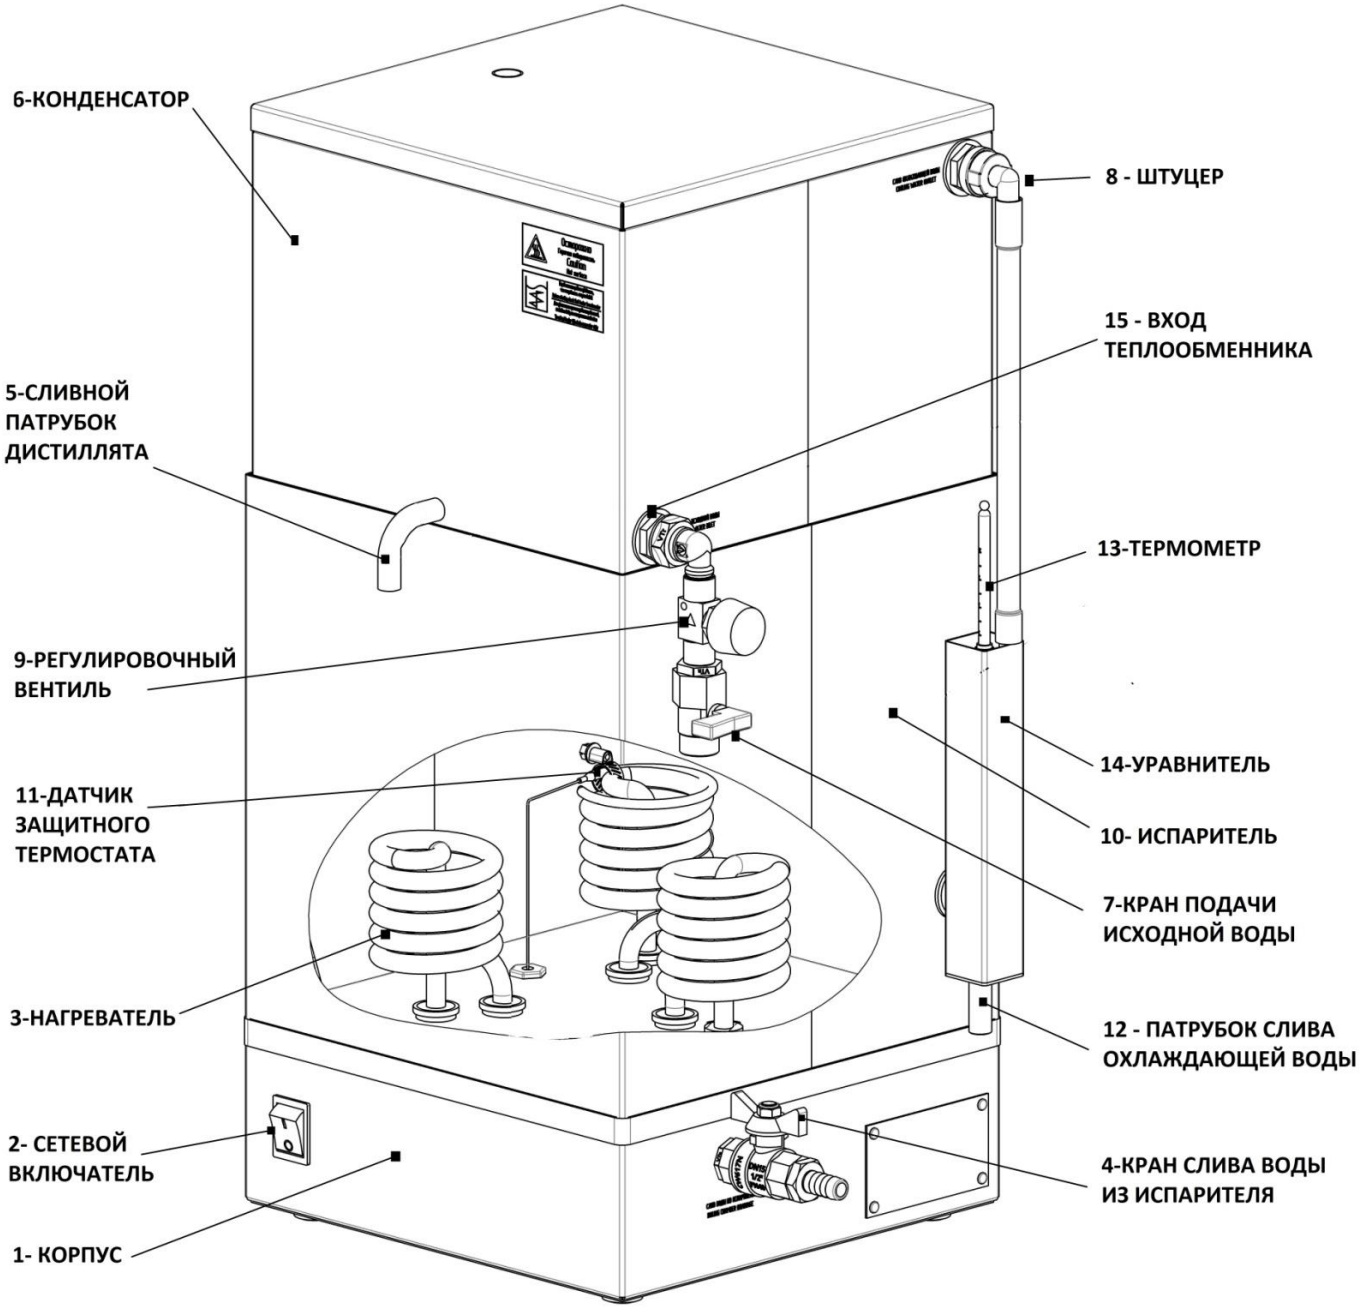
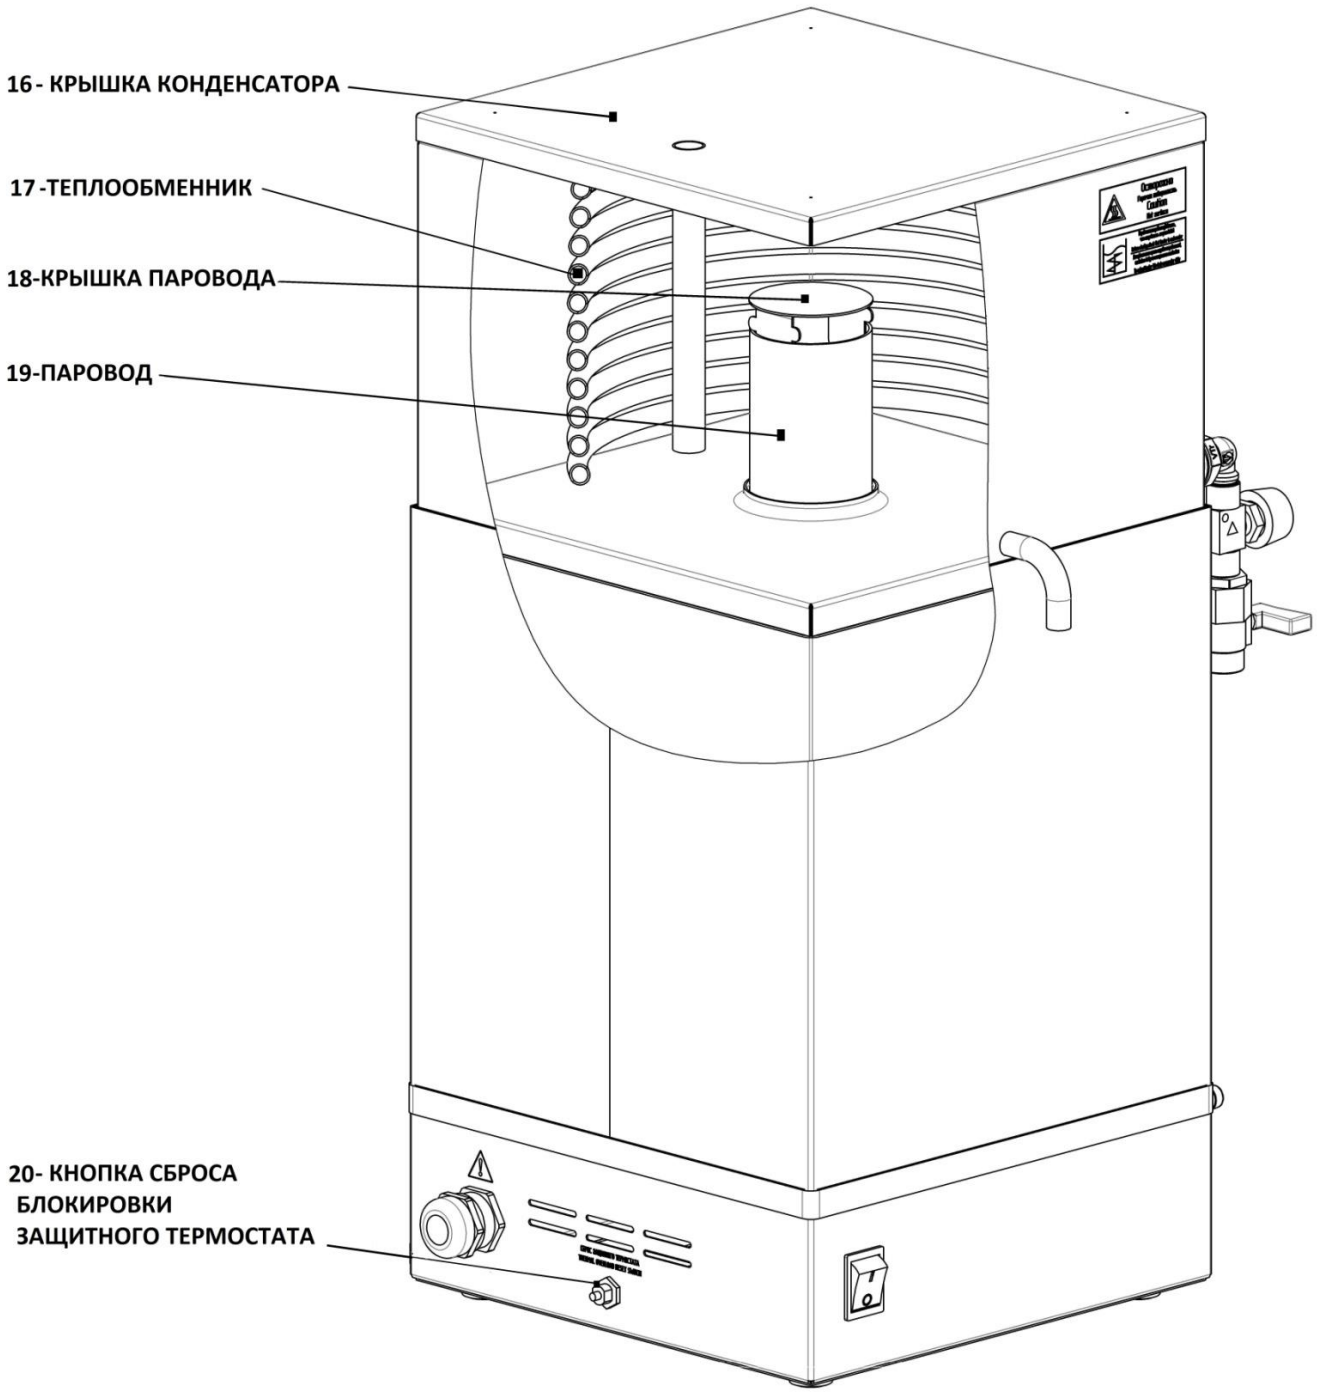

Рисунок 1. Устройство аквадистилляторов электрических Liston A 1204, Liston A 1210, Liston A 1225, где:
Рисунок 2. Устройство аквадистилляторов электрических Liston A 1204, Liston A 1210, Liston A 1225, где:
4.2.1. Исходная вода подается в испаритель через Кран подачи исходной воды поз.7 (Рисунок 1).
4.2.2. При включении Сетевого переключателя поз.2 (переключатель подсвечивается при включении) автоматика включает Нагреватель поз.3 (Рисунок 1)
4.2.3. Регулировка расхода воды, идущей на охлаждение, осуществляется с помощью Регулировочного вентиля поз.9 (Рисунок 1)
4.2.4. Исходная вода закипает в Испарителе поз.10 (Рисунок 1), образуется водяной пар, который сепарируется и через Паровод поз.19 (Рисунок 2) попадает в Конденсатор поз.6 (Рисунок 1). На внутренних стенках Конденсатора поз.6 (Рисунок 1) и Теплообменника поз.17 (Рисунок 2) пар конденсируется с образованием дистиллированной воды.
4.2.5. Уровень воды в испарителе поддерживается Уравнителем поз.14 (Рисунок.1) засчет перелива воды в сливную трубу.
4.2.6. Выход дистиллята производится через Сливной патрубок дистиллята поз 5. (Рисунок 1). Для сбора дистиллята используется дополнительная тара.
6.8. Присоединить трубку силиконовую (L=0,5м) к Сливному патрубку дистиллята поз. 5 (Рисунок 1) и закрепить пластиковой стяжкой (входит в комплект поставки).
6.9. Подключить сливной шланг 12х20 мм для аквадистилляторов Liston A 1204 и Liston A 1210 и шланг слива 16х25 мм для аквадистиллятора Liston A 1225 к Патрубку слива охлаждающей воды поз.12 (Рисунок 1). Соединение шланга с Патрубком слива охлаждающей воды поз.12 (Рисунок 1) стянуть винтовым хомутом, входящим в комплект поставки
ВАЖНО: Слив охлаждающей воды из Патрубка поз.12 должен быть свободным - шланг должен быть под уклоном и на нем не должно быть изгибов и колен (при необходимости можно уменьшить длину шланга). Перепад высот между Патрубком поз.12 и местом подключения шланга к канализации должен быть не менее 0,2 м. В противном случае возможно появление воздушной пробки, уровень воды в испарителе повысится и начнется перелив воды из Уравнителя поз.14 (Рисунок 1).
6.10. Произвести сборку узла подачи исходной воды, используя уплотнительную ленту (ФУМ), состоящего из Переходного ниппеля ½”- ¼”, Угольника ¼”-¼”, Вентиля регулировочного ¼”- ¼” поз.9 (Рисунок 1), Переходного ниппеля ¼”- ½”, Крана подачи исходной воды ½” поз.7 (Рисунок 1). (Либо второй вариант - Угольника ½”-½”, Переходного ниппеля ½”- ¼”, Вентиля регулировочного ¼”-¼” поз.9 (Рисунок 1), Переходного ниппеля ¼”- ½”, Крана подачи исходной воды ½” поз.7 (Рисунок 1)), Все компоненты данного узла входят в комплект поставки.
6.11. Подключить собранный узел подачи исходной воды к Входу теплообменника поз.15 (Рисунок 1).
6.12. Подключить гибкую подводку ½” одним концом к Крану подачи исходной воды поз.7 (Рисунок 1), а другим концом через сетчатый фильтр ½” (входит в ком-
6.13. Присоединить Штуцер с наружной резьбой ½”-12 мм для аквадистиллятора Liston A 1204 и Штуцер с наружной резьбой ½”-16 мм для аквадистилляторов Liston A 1210 и Liston A 1225 через уплотнительную ленту (ФУМ) к Крану слива воды из испарителя поз.4 (Рисунок 1).
7.2. При первоначальном пуске, после длительного перерыва в работе, а также после ремонтно-профилактических работ, необходимо провести мойку и дезинфекцию наружных поверхностей аквадистиллятора, а также внутренних поверхностей Конденсатора поз.6 (Рисунок 1) и поверхности Теплообменника поз.17 (Рисунок 2) в соответствии с ОСТ 42-21-2-85 3% раствором перекиси водорода по ГОСТ 177-88 с добавлением 0,5% моющего средства типа «Астра», «Лотос» по ГОСТ 25644-96, а также 1% раствором хлорамина по ТУ 6-01-4689387-89
живания (слива воды из испарителя) необходимо заполнить Испаритель поз.10 водой до уровня, расположенного выше Нагревателей поз.3 (Рисунок 1).
7.4. Перед заполнением испарителя необходимо убедиться, что Кран слива воды из испарителя поз.4 (Рисунок 1) закрыт.
- Отсоединить силиконовую трубку, соединяющую Штуцер поз.8 и Уравнитель поз.14 в месте соединения с уравнителем (Рисунок 1).
- Открутить гайку гибкой подводки от Крана подачи исходной воды поз.7 (Рисунок 1).
- Снять Крышку конденсатора поз.16 (Рисунок 2)
- Снять Крышку паровода поз.18 (Рисунок 2).
- Снять Конденсатор поз.6 с Испарителя поз.10 (Рисунок 1).
- Снять Паровод поз.19 (Рисунок 2)
- Наполнить Испаритель поз.10 (Рисунок 1) исходной водой до уровня, расположенного выше Нагревателей поз.3 (Рисунок 1) (Совет: Для наполнения можно воспользоваться подводкой исходной воды из системы водоснабжения)
7.7. Установить Термометр поз.13 (входит в комплект поставки) в специальное отверстие в Уравнителе поз.14 (Рисунок 1)
7.8. Открыть полностью Кран подачи исходной воды поз.7 (Рисунок 1) в аквадистиллятор.
7.9. ВНИМАНИЕ: Перед каждым включением необходимо убедиться, что Нагреватели поз.3 (Рисунок 1) полностью покрыты водой, в противном случае произойдет аварийное отключение дистиллятора из-за перегрева нагревателей.
Для восстановления работы дистиллятора после перегрева необходимо дождаться, когда Нагреватели поз.3 (Рисунок 1) остынут, после чего нажать Кнопку сброса блокировки защитного термостата поз.20 (Рисунок 2), расположенную под черным завинчивающимся колпачком.
7.10. Для запуска аквадистиллятора нажать кнопку Сетевого включателя поз.2 (Рисунок 1) на передней панели в положение «I», при этом кнопка должна засветиться.
7.12. После выхода на рабочий режим необходимо отрегулировать расход воды, идущей на охлаждение, с помощью Регулировочного вентиля поз.9 и Термометра поз.13 (Рисунок 1). Оптимальным считается режим, когда температура воды на выходе из Штуцера поз.8 (Рисунок 1) равна 60-80 градусам Цельсия. Температура сливаемой воды, идущей на охлаждение, выше 80 градусов Цельсия означает, что расход ее недостаточный, при этом пар выходит из дистиллятора наружу, а температура получаемой дистиллированной воды повышается.